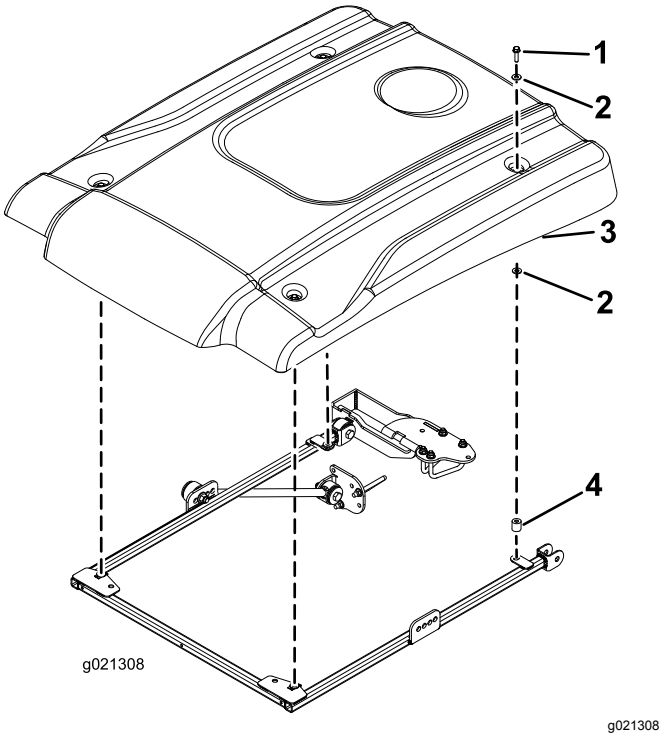

図 23
16. 図 23 に示すようにサンシェードをフレームに載せて、取り付け穴を整列させる。
17. サンシェードの各コーナー部をフレームに仮止めするフランジヘッドボルト5/16 x 2¼"1本、小さいワッシャ2枚、スペーサ1個を使用する図 23。サンシェードの左右それぞれについているゴム製ハトメにワッシャを取り付ける。スペーサは下側の小さいワッシャとフレームとの間に入れる。